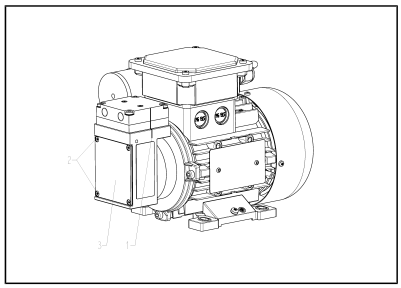

*Abb.7 Markierung mit Filzstift*
1. Markieren Sie Kopfdeckel, Zwischenplatte und Gehäuse mit einem Filzstift ( Abb. 7/1), um eine korrekte Montage sicherzustellen.
2. Entfernen Sie den Gehäusedeckel ( Abb. 7/3).
3. Lösen Sie die vier Befestigungsschrauben ( Abb. 7/2) und entfernen Sie den Gehäusedeckel ( Abb. 7/3).